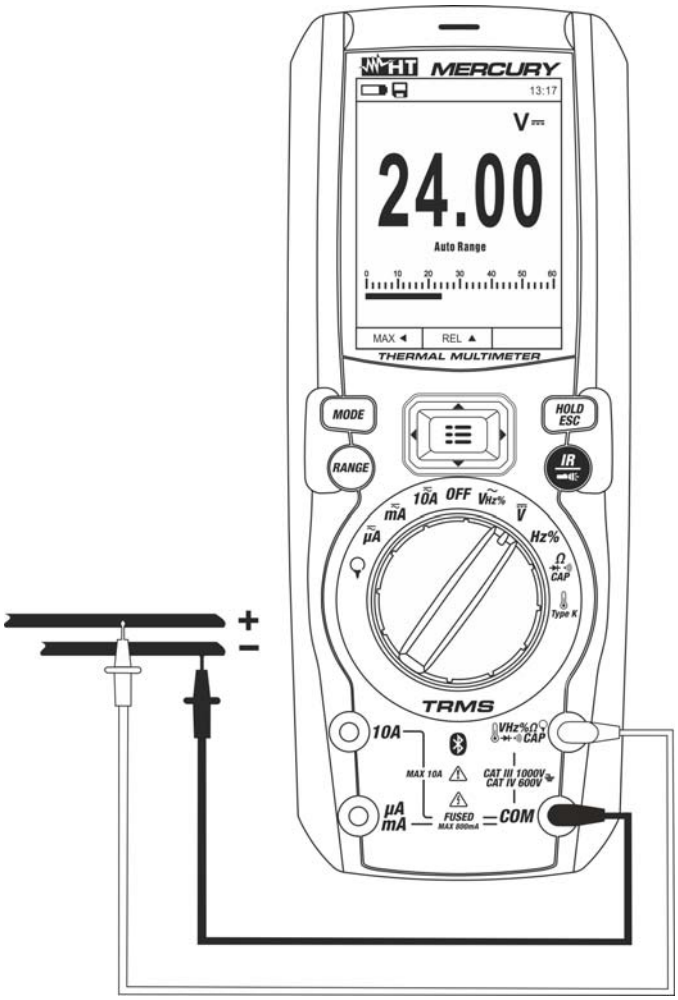

Fig. 21: Uso dello strumento per misura di Tensione DC, AC+DC
3. Posizionare il puntale rosso ed il puntale nero rispettivamente nei punti a potenziale positivo e negativo del circuito in esame (vedere Fig. 21). Il valore della tensione è mostrato a display
5. La visualizzazione del simbolo "**-**" sul display dello strumento indica che la tensione ha verso opposto rispetto alla connessione di Fig. 21.